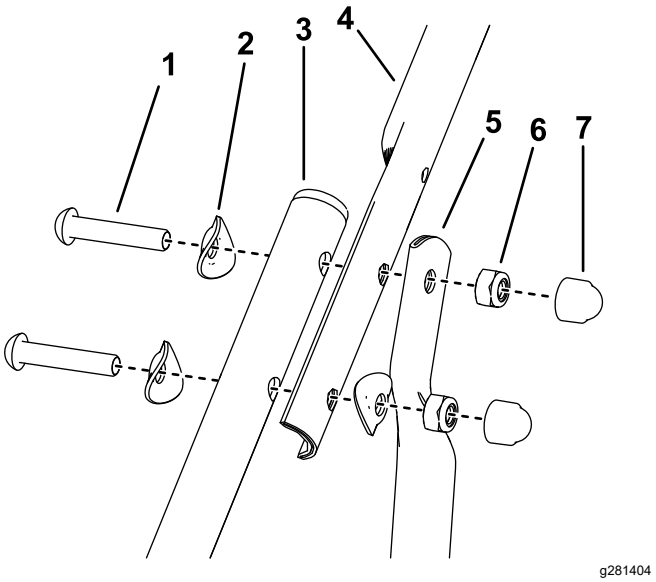

Figur 5
4. Montera de övre handtagen och den översta delen av staghandtagen på de nedre handtagen med tre koppbrickor, två skruvar och två sexkantslåsmuttrar på vardera sida (Figur 5).